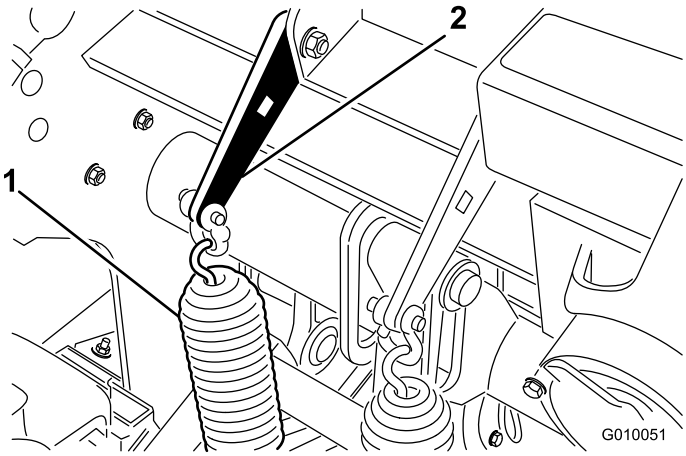

**Figur 36**
1. Løsn de bræddeboltmøtrikker, der holder fjederbeslagene på kernehovedet (Figur 36). De må ikke fjernes.